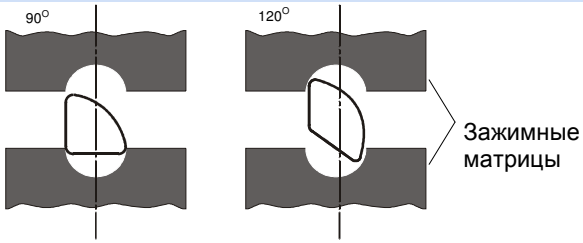

Рис.3. Формирование секторных жил Al в круглую.
- Ввеалюминиевую жилу между щеки (Рис. 3)